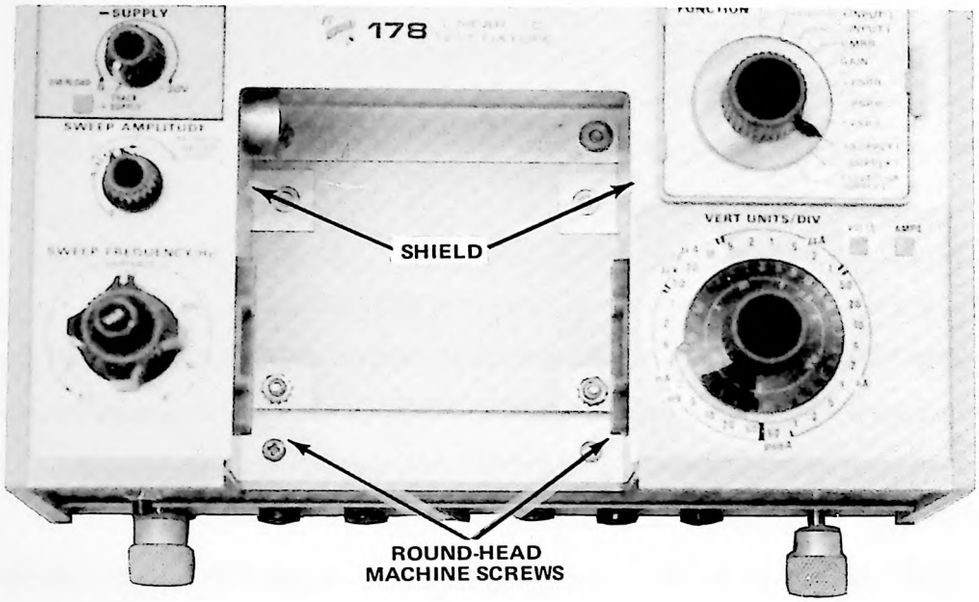

Fig. 4-3. Top view of the 178 showing storage-compartment shields.
c. Remove the two pan-head machine screws from inside the storage compartment (see Fig. 4-3).
d. Remove the two shields that form the side of the storage compartment. See Fig. 4-3. (The front shield, held in place with two hex nuts, Fig. 4-3, need not be removed).